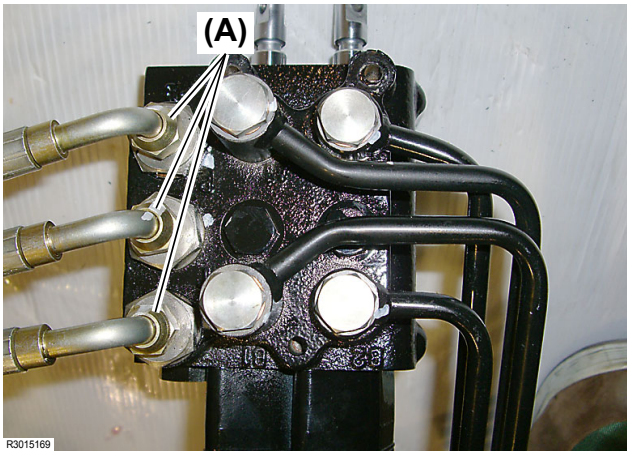

Fig. 6
6. Unscrew and disconnect the three (3) hydraulic hose threads **(Fig. 6, (A))** of the implement control valve. Tightening torque for installation: 26 to 31.8 ft•lbs (35.3 to 43.1 N•m)